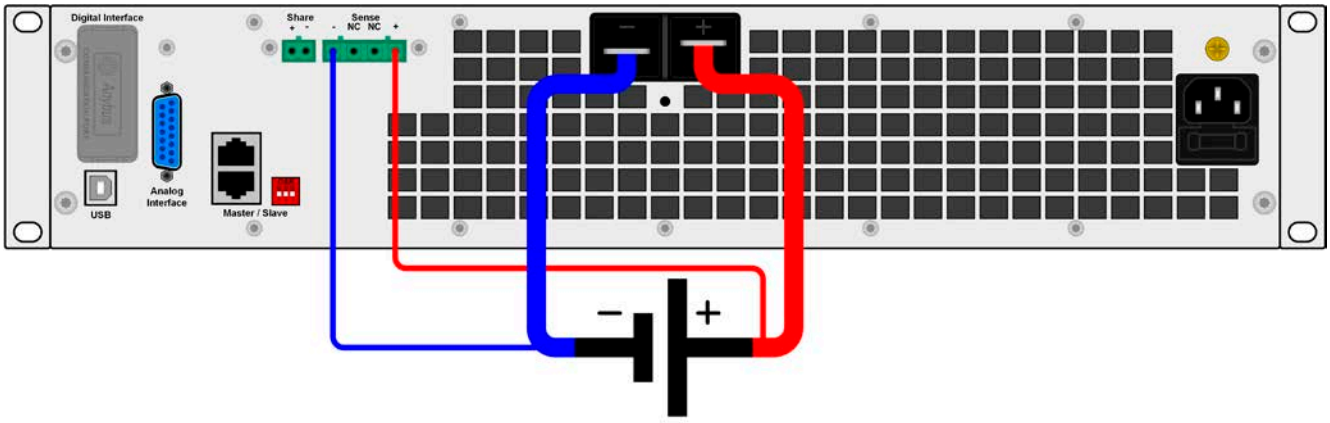

Bild 7 - Prinzip der Fernfühlungsverdrahtung
- *Die Fernfühlung ist nur im Konstantspannungsbetrieb (CV) wirksam und der Fernfühlungsanschluß sollte möglichst nur solange angeschlossen bleiben, wie CV benutzt wird, weil die Schwingneigung des Systems durch Verbinden der Fernfühlung generell erhöht wird.*
- *(+) Sense darf nur am (+) der Quelle und (–) Sense nur am (–) der Quelle angeschlossen werden. Ansonsten könnte die elektronische Last beschädigt werden. Siehe auch Bild 7.*